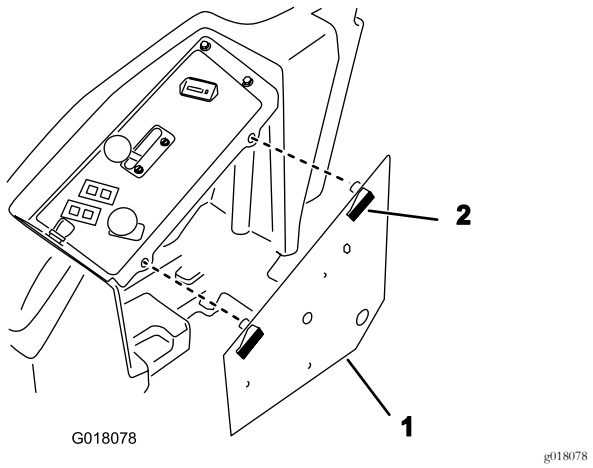

Figur 7
2. Lås opp kontrollpanelenheten og legg den til side (Figur 7).